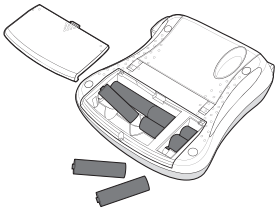

Figuur 2
1. Schuif het klepje van het batterijvak van de labelmaker open. Zie figuur 2.